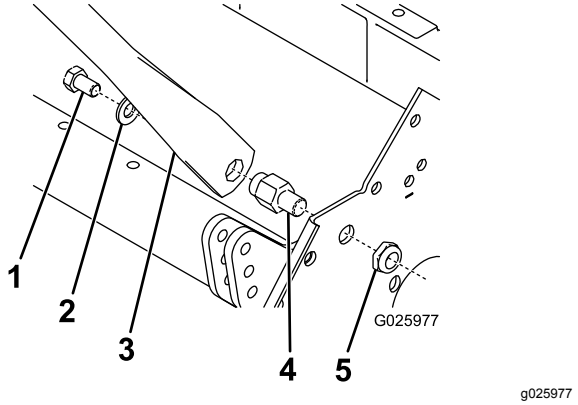

Figur 1
8. Fjern bolten, spændeskiven, håndtagets drejetap og flangehovedmøtrikken, som fastgør håndtagsenheden til maskine (Figur 1).